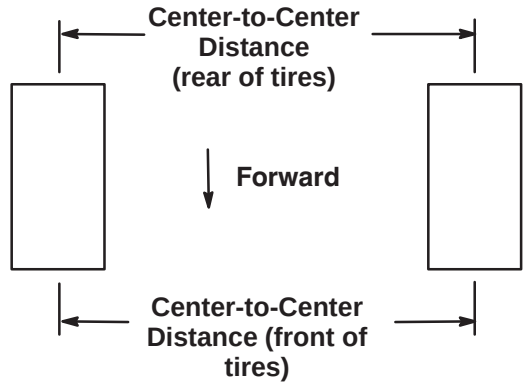

Figure 35
2. Measure the distance between both of the front tires at the axle height (at the front and rear of the wheels) (Fig. 35). The front measurement must be equal to the rear measurement ±1/4 in. (6.4 mm).